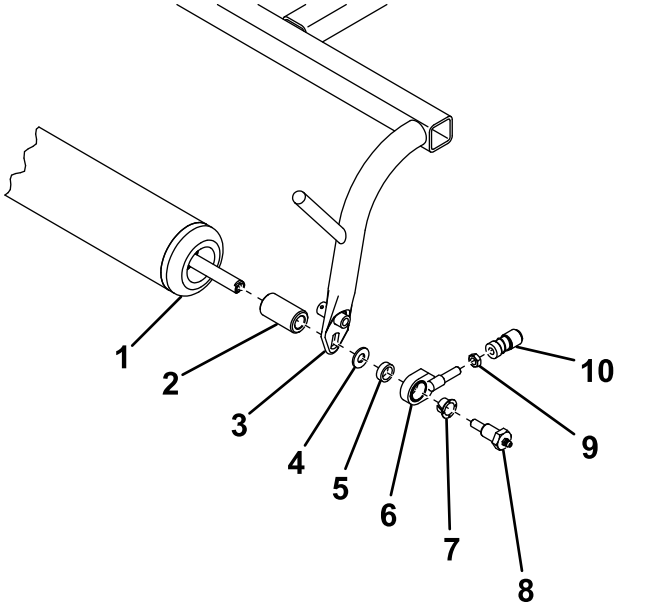

图 4
6. 将牵引架隔片滑到滚筒的两端图 4。
7. 如图 4 所示将滚筒固定到牵引架上。
8. 将锁紧螺母和之前卸下的球窝接头接收器拧到拉杆组件上图 4。此时不要拧紧锁紧螺母。